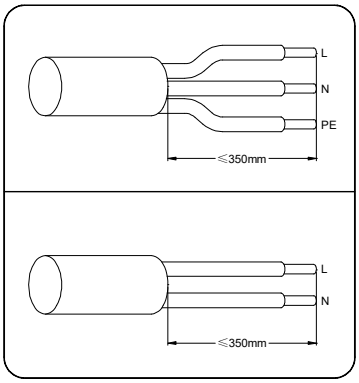
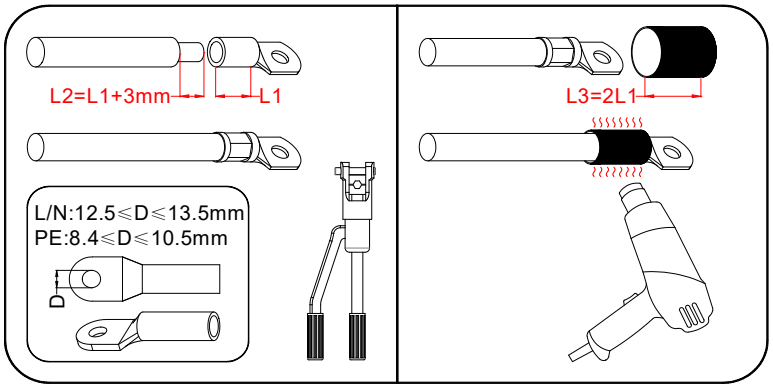

图 5-22 准备线缆
图 5-23 压接 DT/DTM 端子
4) 按照图示要求剥掉一定长度的防护层及绝缘层，如图 5-22。制作线缆，压接 DT/DTM 端子，如图 5-23。